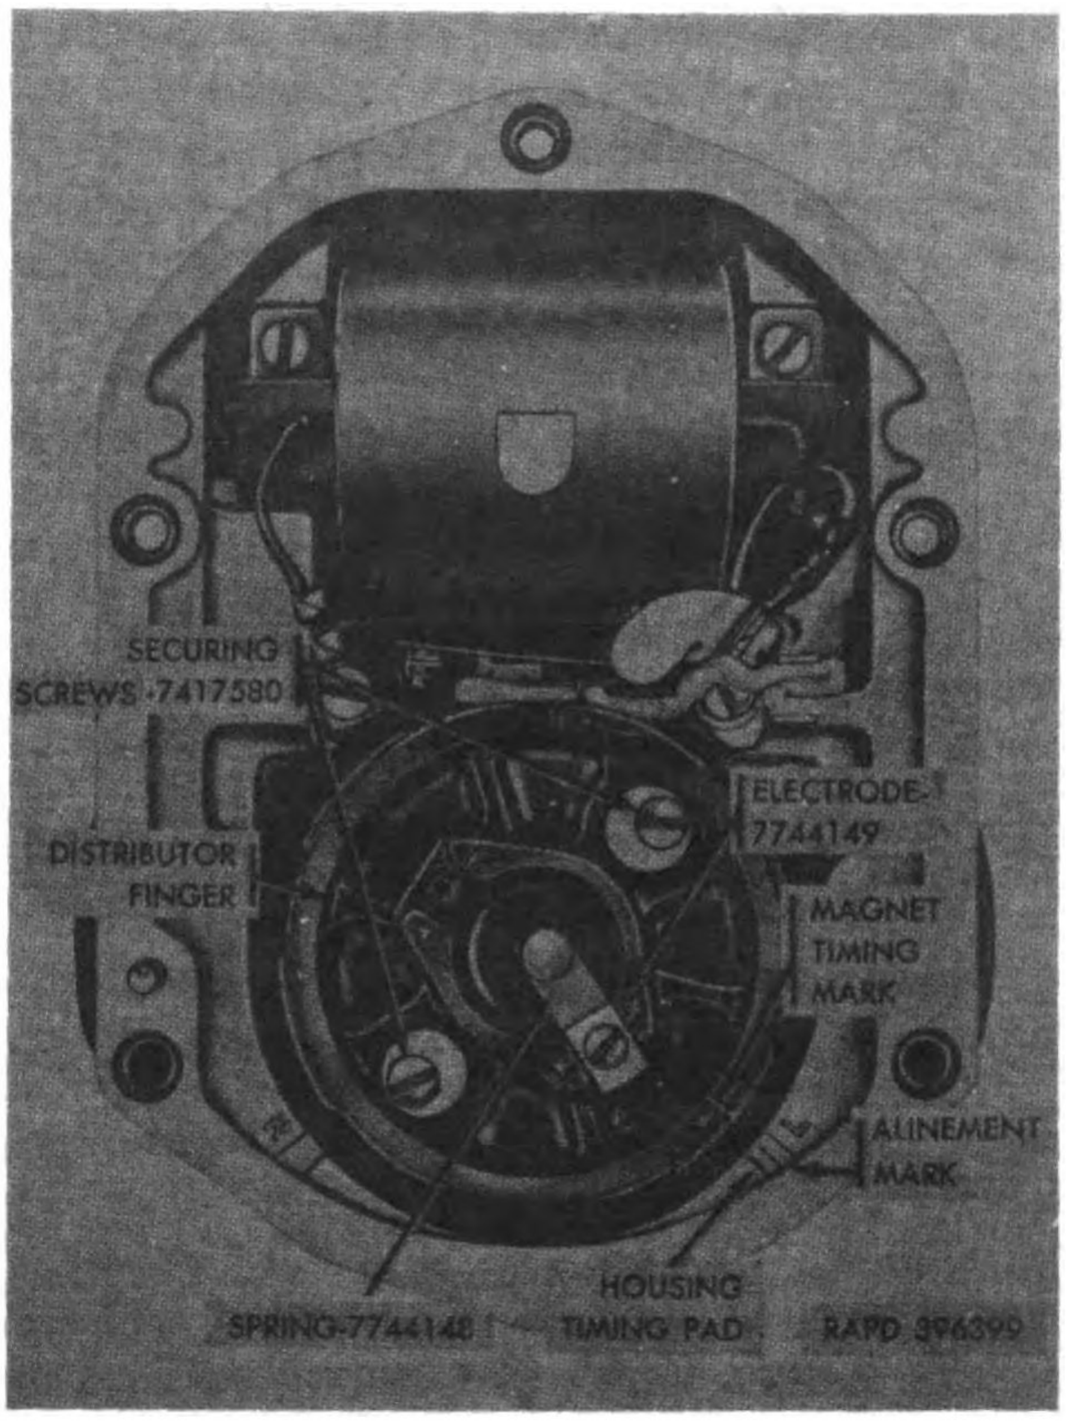

Figure 23. Correct position of distributor finger—type S6LN–32.
(1) If electrode (XX) and spring (DD) were removed, install new ones in the distributor finger (fig. 23) slot with the arrow pointing in a clockwise direction.
(2) Place the electrode so the curved end faces toward the rim of the finger and
(1) Place the distributor finger (EE) inside the breaker cam (FF) so the bosses on the back of the finger engage the slots in the cam.
(2) Place the cam and distributor finger on the rotating magnet assembly (GG) so the arrow on the distributor finger is alined with the timing mark on the magnet (fig. 23). Secure the distributor finger and cam to the magnet with two screws (VV), lockwashers (ZZ), and special washers (YY). Torque screws to 12 to 15 pound-inch.
b. Turn the magnet in the direction of normal rotation until the timing mark (figs. 23 or 24) is alined with the scribed mark on the housing timing pad (figs. 23 or 24).